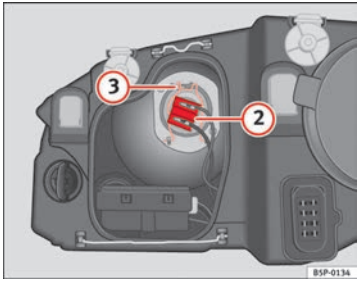

Fig. 187 Anabbaglianti
– Estrarre il connettore ⇒ fig. 187 (2) della lampada.
– Sganciare la molla di ritegno ⇒ fig. 187 (3) premendo verso l'interno e a destra.